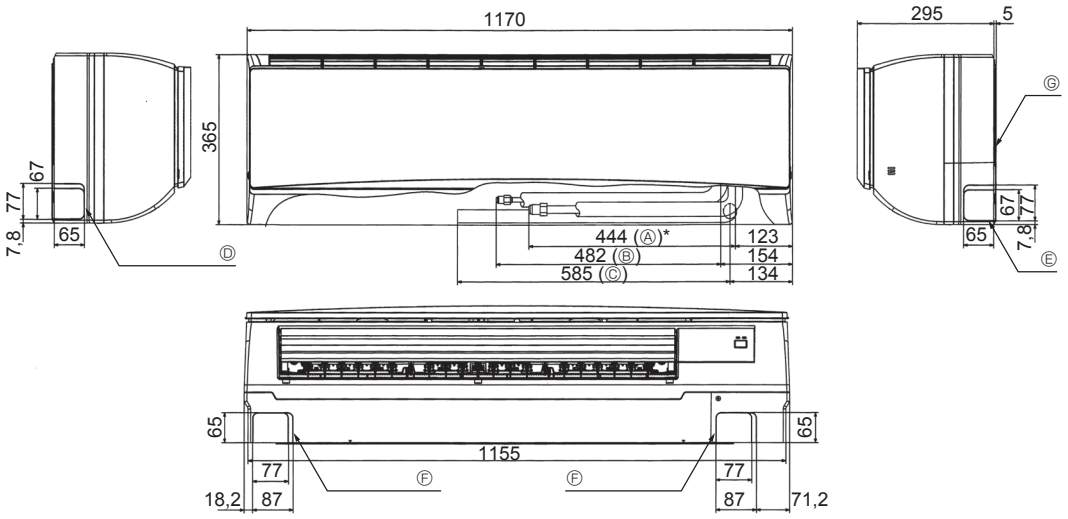

Fig. 4-3
4.4. Posizionamento delle tubazioni del refrigerante e di drenaggio (Fig. 4-3)